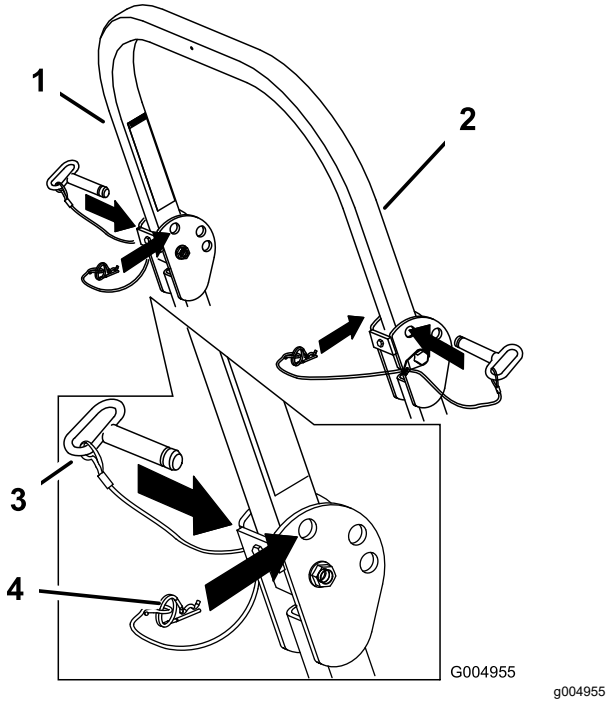

Rysunek 11
1. Wyjmij zawleczki i usuń 2 sworznie (Rysunek 11).
3. Zamocuj 2 sworznie i zabezpiecz je zawleczkami (Rysunek 11).
2. Unieś pałąk do pozycji podniesionej i włóż 2 sworznie, zabezpieczając je zawleczkami (Rysunek 11).